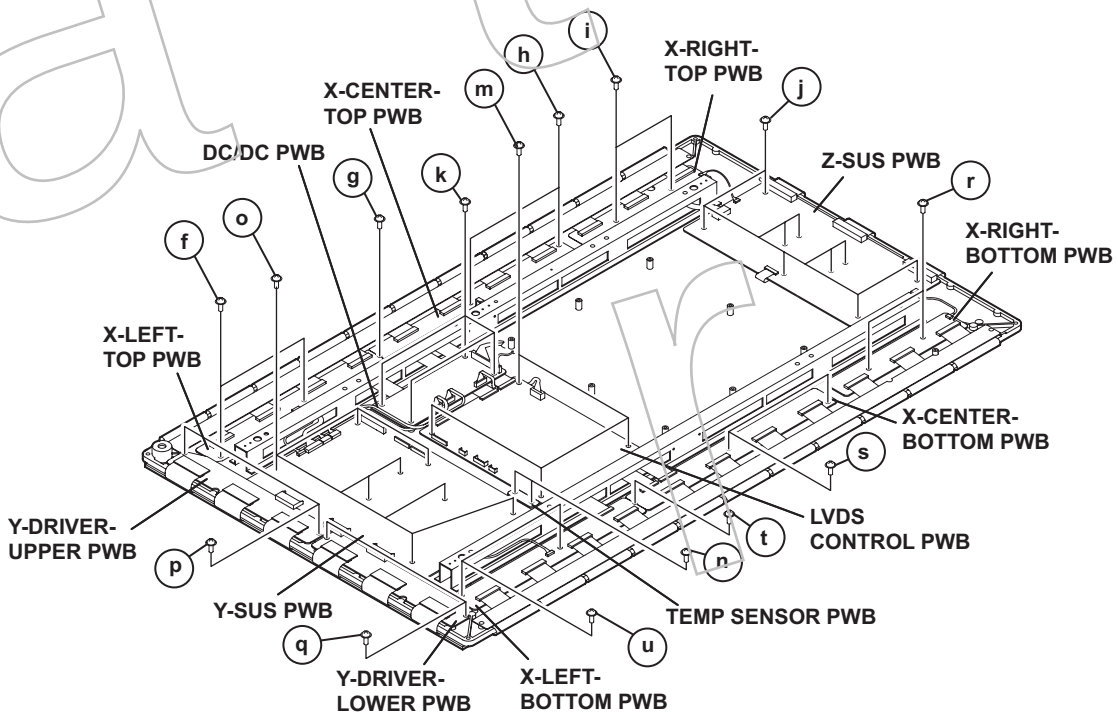

Fig.7
3.2.18.1 REMOVING THE X-LEFT-TOP PWB (Fig.7)
(1) Disconnect the connector [P4] / [P5] / [P501] / [P502] / [P503] / [P504] from the X-LEFT TOP PWB .
(2) Remove the 2 screws **[f]** and the 1 screw **[g]**, then remove the X-LEFT-TOP PWB.
3.2.18.2 REMOVING THE X-CENTER-TOP PWB (Fig.7)
(1) Disconnect the connector [P5] / [P6] / [P10] / [P100] / [P505] / [P506] / [P507] / [P508] from the X-CENTER TOP PWB .
(2) Remove the 1 screw **[f]** and the 2 screws **[h]**, then remove the X-CENTER-TOP PWB.
3.2.18.3 REMOVING THE X-RIGHT-TOP PWB (Fig.7)
(1) Disconnect the connectors [P1] / [P4] / [P5] / [P6] / [P509] / [P510] / [P511] from the X-RIGHT TOP PWB .
(2) Remove the 2 screws **[i]**, then remove the X-RIGHT-TOP PWB.
3.2.18.4 REMOVING THE Z-SUS PWB (Fig.7)
(1) Disconnect the connectors [P1] / [P2] / [P3] / [P5] / [P6] / [P9] / [P12] from the Z-SUS PWB .
(2) Remove the 9 screws **[j]**, then remove the Z-SUS PWB.
3.2.18.5 REMOVING THE DC/DC PWB (Fig.7)
(1) Disconnect the connectors [P21] / [P22] / [P23] / [P24] / [P25] / [P26] from the DC/DC PWB .
(2) Remove the 4 screws **[k]**, then remove the DC/DC PWB.
3.2.18.6 REMOVING THE LVDS CONTROL PWB (Fig.7)
(1) Disconnect the connectors [P2] / [P3] / [P101] / [P102] / [P103] / [P104] / [P105] / [P106] / [P200] / [P201] / [P300] from the LVDS CONTROL PWB .
(2) Remove the 4 screws **[m]**, then remove the LVDS CONTROL PWB.
3.2.18.7 REMOVING THE TEMP. SENSOR PWB (Fig.7)
(1) Disconnect the connectors [P3] from the LVDS CONTROL PWB.
(2) Remove the 2 screws **[n]**, then remove the TEMP. SENSOR PWB.
3.2.18.8 REMOVING THE Y-SUS PWB (Fig.7)
(1) Disconnect the connectors [P2] / [P3] / [P4] / [P5] / [P6] / [P7] / [P8] / [P9] / [P10] / [P11] from the Y-SUS PWB .
(2) Remove the 8 screws **[o]**, then remove the Y-SUS PWB.
3.2.18.9 REMOVING THE Y-DRIVE-UPPER PWB (Fig.7)
3.2.18.10 REMOVING THE Y-DRIVE-LOWER PWB (Fig.7)
3.2.18.11 REMOVING THE X-RIGHT-BOTTOM PWB (Fig.7)
(1) Disconnect the connector [P2] / [P3] /[P7] / [P401] / [P402] / [P403] from the X-RIGHT BOTTOM PWB .
(2) Remove the 2 screws **[r]**, then remove the X-RIGHT-BOTTOM PWB.
3.2.18.12 REMOVING THE X-CENTER-BOTTOM PWB (Fig.7)